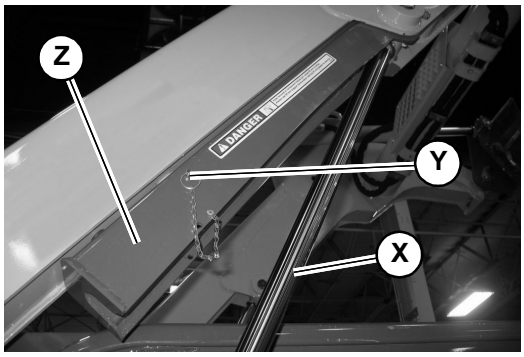
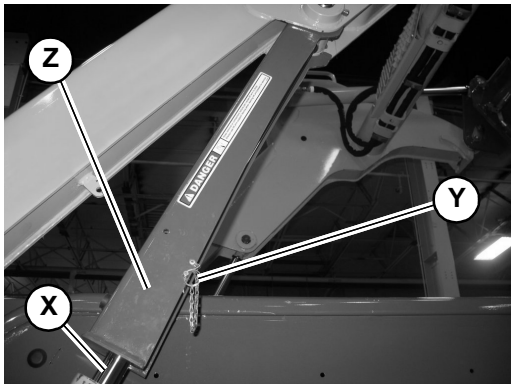

Fig. 57 – Lift Arm Support in Storage Position
Fig. 58 – Lift Arm Support Applied
a. Remove retaining pin (Y, Fig. 57) securing lift arm support (Z) in the storage position.
b. Position the lift arm support (Z, Fig. 58) over the lift arm cylinder rod (X, Fig. 57 and Fig. 58).